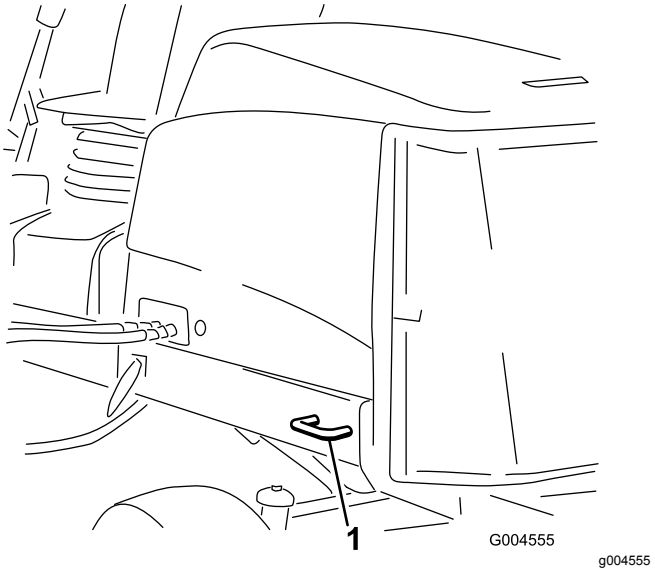

Figur 71
- Bak – på hver side av maskinen på den bakre rammen (Figur 71)